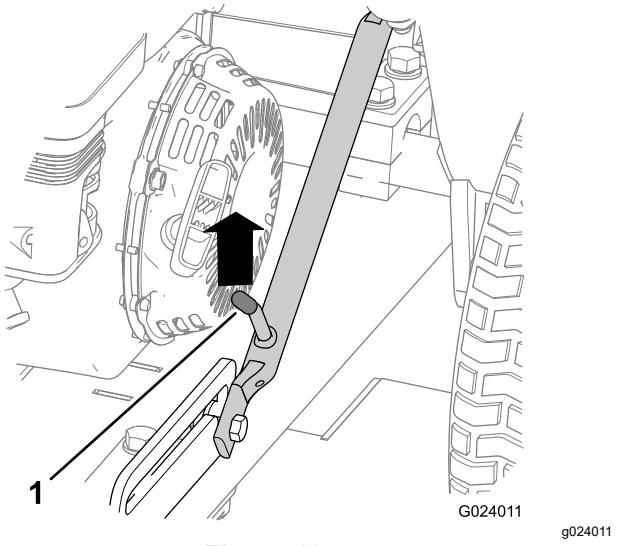
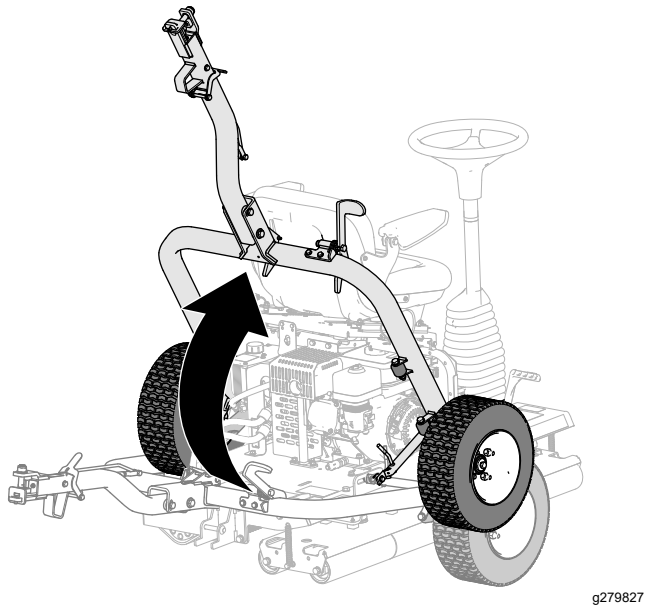

Figura 18
Figura 23
1. Sollevate il gruppo dell'attacco in modo che la leva del dispositivo di fermo sia sbloccata dal fermo di scorrimento (Figura 18).
5. Sollevate l'attacco (Figura 23) in modo che la leva del dispositivo di fermo sia bloccata nel fermo di scorrimento (Figura 18).